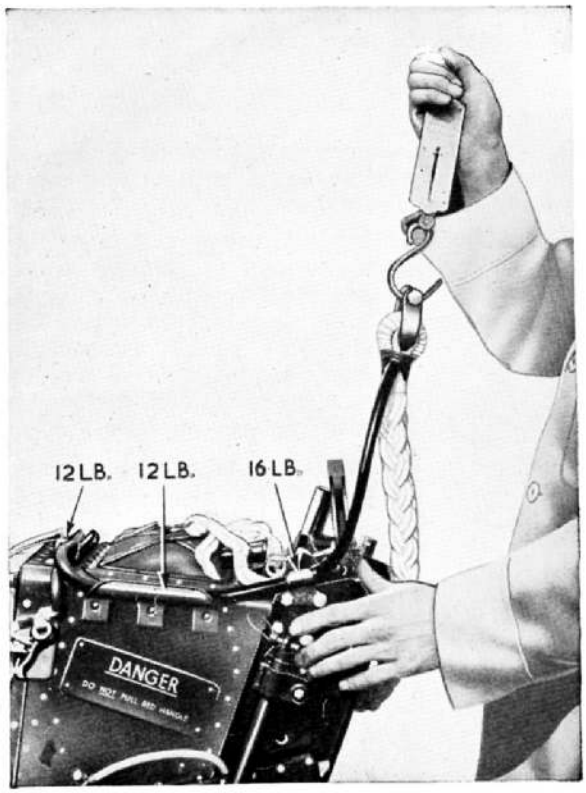

Fig. 13. Testing the lifting lines
(2) Connect the spring balance to the drogue shackle and pull upwards. The lifting lines should not pull out of the first clip until the scale registers 16 lb. as indicated in fig. 13, and 12 lb. for the remaining clips. A tolerance of $\pm$ 2 lb. is permissible, and adjustments may be made by opening or closing the clips as necessary.